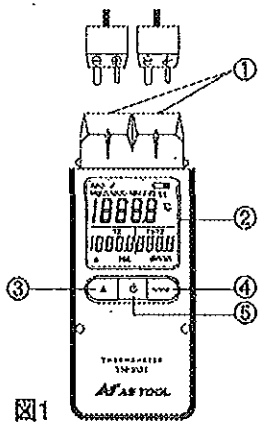

図1
(1)測定の前にまずKタイプ熱電対センサー…(別売)を本体上部のセンサー…差し込みソケット①に差し込みます。図1を参考に極性に注意し差し込んでください。左側がT1、右側がT2となります。